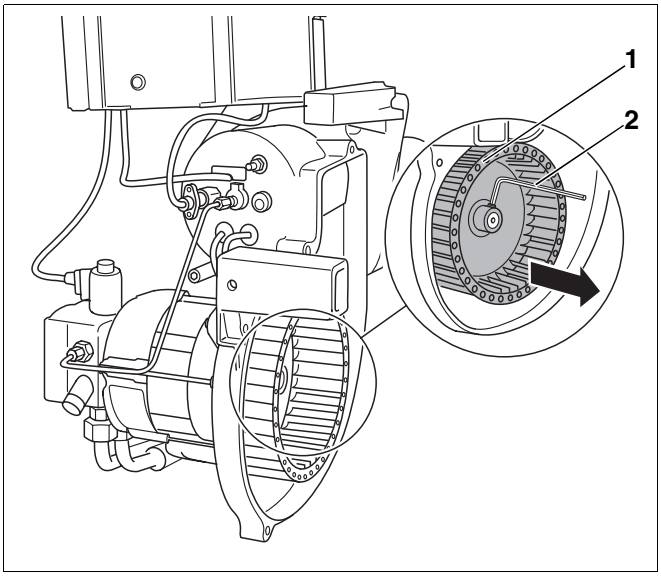

Abb. 31 Gebläserad prüfen, ggf. reinigen
- Gebläserad (Abb. 31, **Pos. 1**) mit einem Innensechskantschlüssel (Abb. 31, **Pos. 2**) lösen und von der Welle ziehen.
- Gebläserad (Abb. 31, **Pos. 1**) wieder montieren.